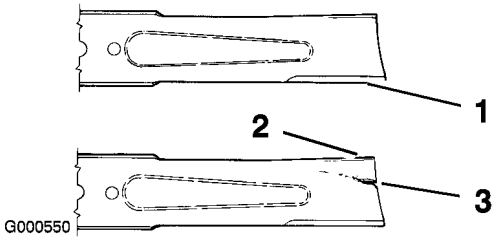

Figure 36
1. Examinez le tranchant des lames (Figure 36). Si elles ne sont pas tranchantes ou si elles présentent des indentations, déposez et affûtez les lames (voir Affûtage des lames).
2. Inspectez les lames, surtout la partie incurvée (Figure 36). Remplacez immédiatement toute lame endommagée, usée ou qui présente une entaille (repère 3 de la Figure 36).